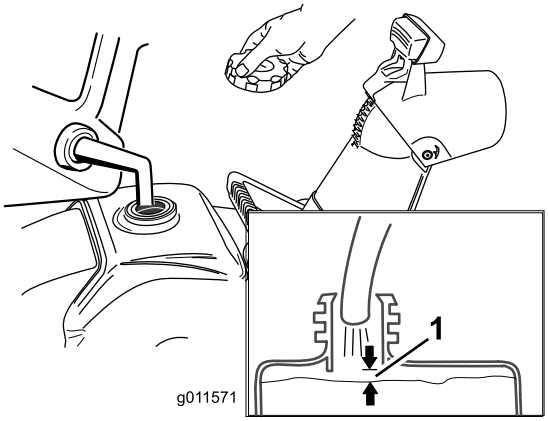

Figur 13
1. Kontrollera att bränsletanken inte är överfull (se Figur 13) och att tanklocket sitter säkert på plats.